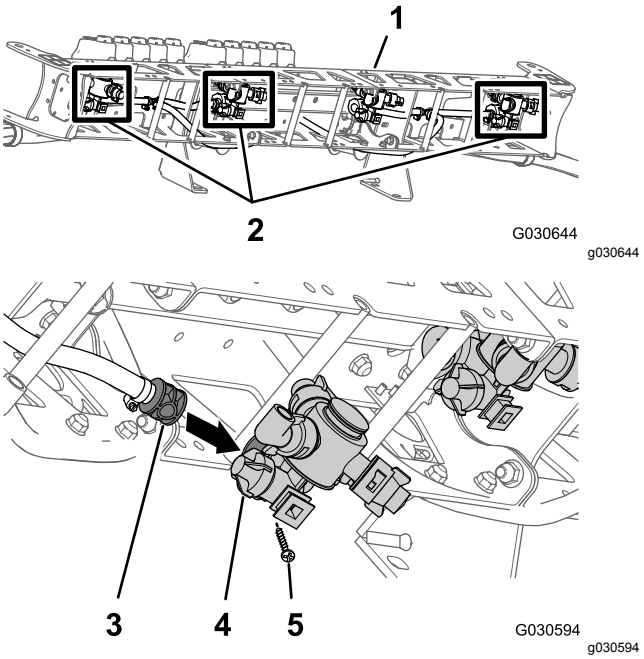
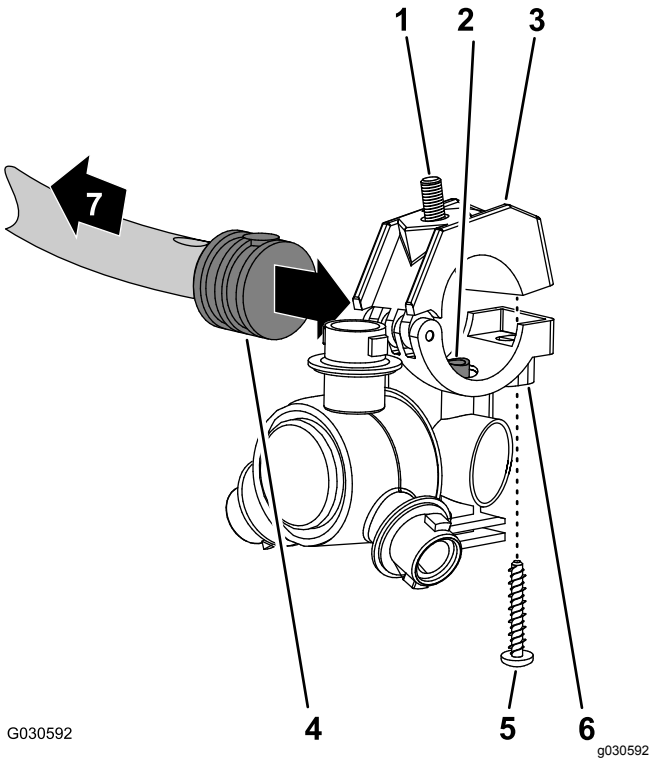

Figur 120
Figur 121
3. Rikta in överföringsröret i sätet av ett sprutmunstycke (Figur 120 och Figur 121) med hålet i sidan på slangskaftet med en hulling (1/2 tum) på centersprutrampssektionen.
4. Stäng den övre halvan av klämman runt slangskaftet med hulling och fäst klämhalvan och sprutmunstyckshuset (Figur 121) med skruven av rostfritt stål (nr 12 x 1 1/4 tum).